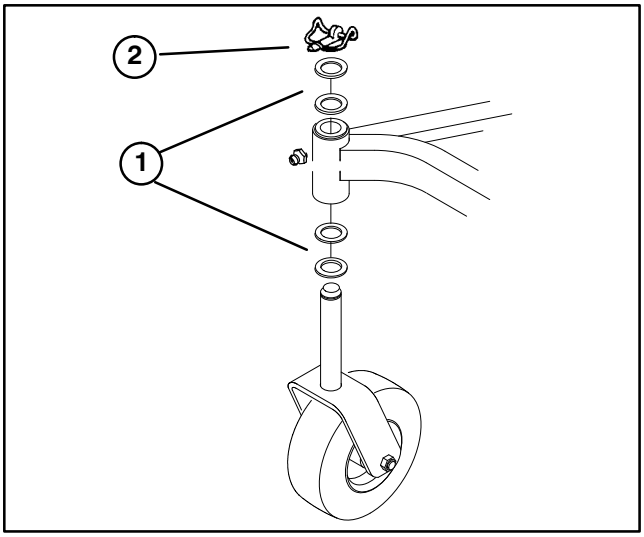

Figure 30
A. Cutting units usually operated at 1 to 2 in. height−of−cut should have the low side of the cutting unit raised. Remove the lynch pin securing castor wheel on low end (Fig. 30) and remove castor assembly.
B. Transfer one thrust washer from top side of castor shaft to lower side, install castor assembly and compare blade height of all blades; refer to items 3 through 7. Continue adding thrust washers if height still does not meet requirements.
C. If cutting unit is operated at 2 to 4 in. height−of−cut, lower the high side of cutting unit. Remove lynch pin of castor at high end of unit and remove castor assembly (Fig. 30).
D. Transfer one thrust washer from lower side of castor shaft to top side, install assembly and compare blade height of all blades; refer to items 3 through 7. Repeat procedure if height still does not meet requirements.